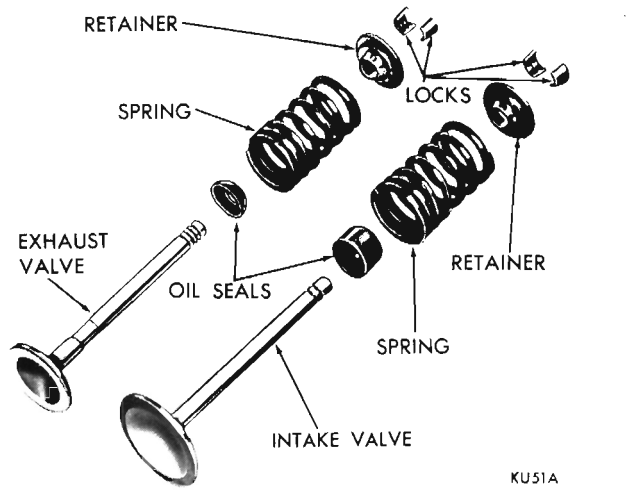

Fig. 20—Valve Assembly
(1) Coat valve stems with lubrication oil and insert them in cylinder head.
(2) If valves or seats are reground, test valve stem height with Tool C-3746. If valve is too long, grind off the tip until length is within limits.
(3) Install new cup seals on all valve stems (long seal on intake valve and short seal on exhaust valve) and over valve guides (Figs. 20 and 21).—Install valve springs and retainers.
(4) Compress valve springs with Tool C-3422A, install locks and release the tool. **If valves and/or seats are reground, measure the installed height of springs. Make sure measurement is taken from the bottom of the spring seat in the cylinder head to the bottom surface of the spring retainer. (If spacers are in-**